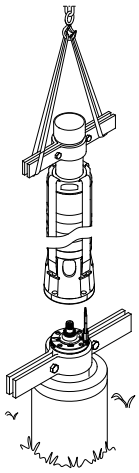

Рис. 5 Подъём и установка насоса
3. Поднимите насосную часть с помощью трубных хомутов, установленных в более широкую трубу, см. рис. 5.